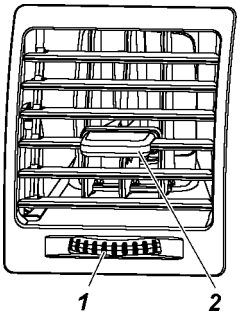

Рис. 3.13. Сопло обдува:
-обдув ветрового стекла, передних боковых стекол и салона через сопла обдува, если открыты заслонки (см. рис. 3.13);
Направление потоков воздуха можно изменять с помощью рычажков 2 (см. рис. 3.13) на соплах обдува.